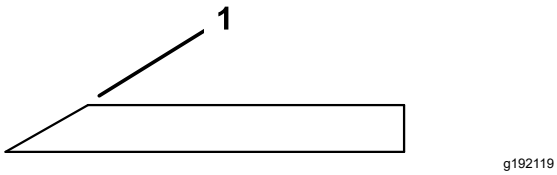

Figura 39
1. Utilice una lima para afilar el filo de corte en ambos extremos de la cuchilla (Figura 39).